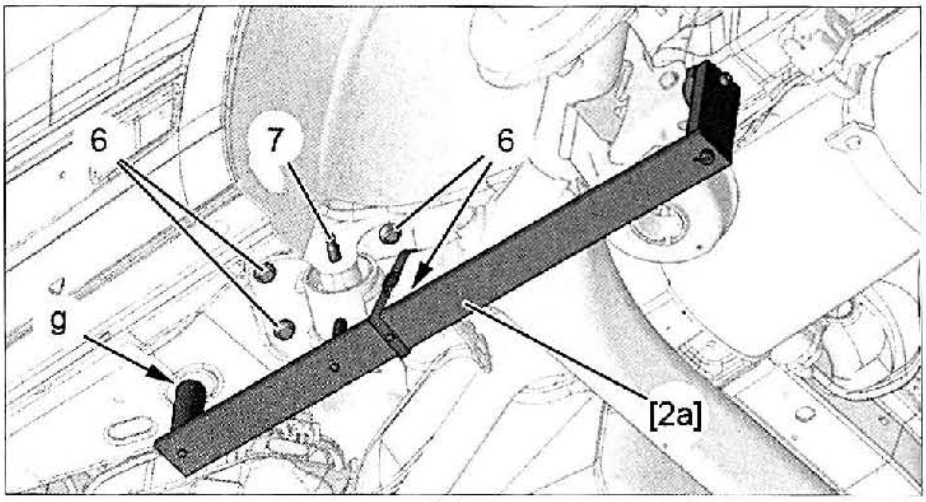

FIG. 40
• Ajustar el posicionado del tren trasero con relación a los taladros de calado con pasador (en "g") **(fig. 40).**
• Montar los tornillos (6).